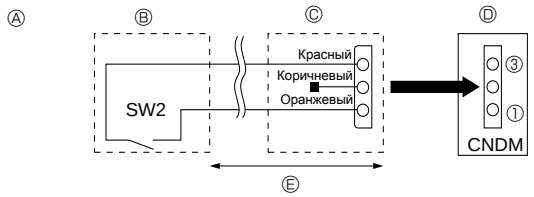

Fig. 9-2
9.2. Специальные функции (модификация “на месте”) (Fig. 9-2)